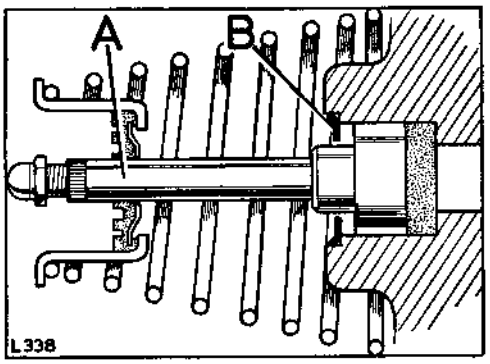

**Fig. H1-133. Hydraulic push rod**
2. Smear the reaction disc and the hydraulic push rod with grease No. 64949008 and fit to the diaphragm plate. Refer to Fig. H1-133.